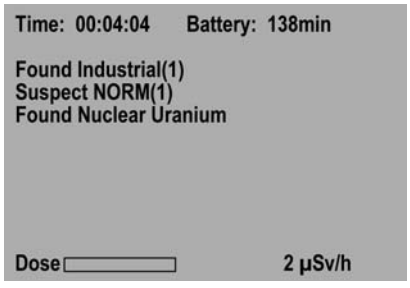
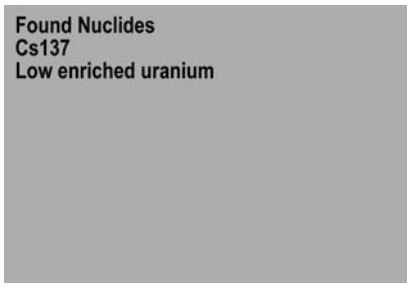

Figure 5.
Figure 6.
When the Identify (ID) button is pressed, a screen like Figure 5 appears.
In Figure 5, one industrial and one nuclear isotope (uranium) have been identified, a natural isotope is suspected, and with more time, other nuclides might be identified.
A single button push takes the operator from the identify screen of Figure 5 to the screen in Figure 6 where the identity of the found nuclides is listed. Again, nuclear materials receive special treatment.